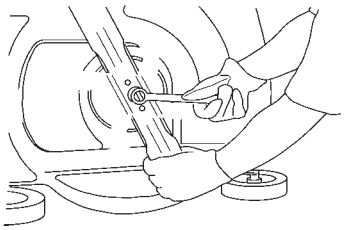

Figura 30
3. Fije la cuchilla con la tuerca (o el perno, en el caso del Modelo 10363) según muestra la Figura 30.